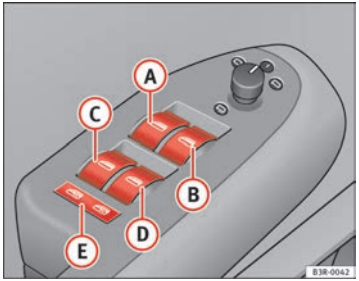

Fig. 80 Detail of the driver's door: Control switches
(A) Switch ⇒ fig. 80 for the driver's door window
The safety switch ⇒ page 109, fig. 80 (E) can deactivate the rear door switches. The windows can only be operated from the rear when the safety switch is pressed in.